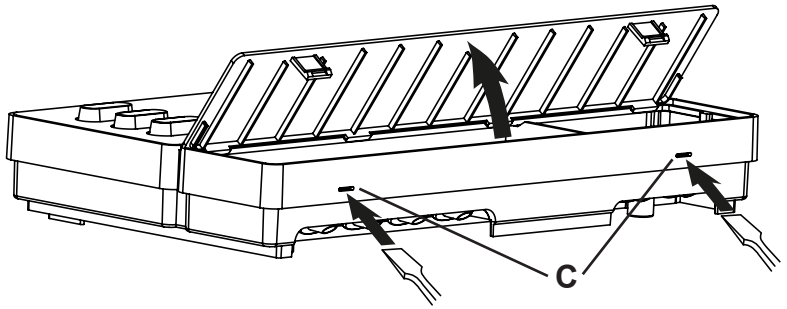

afb. 2 Behuizingsdeksel verwijderen
2. Druk de springsloten **C** met een schroevendraaier lichtjes in en verwijder het deksel van de behuizing (zie **afb. 2**).